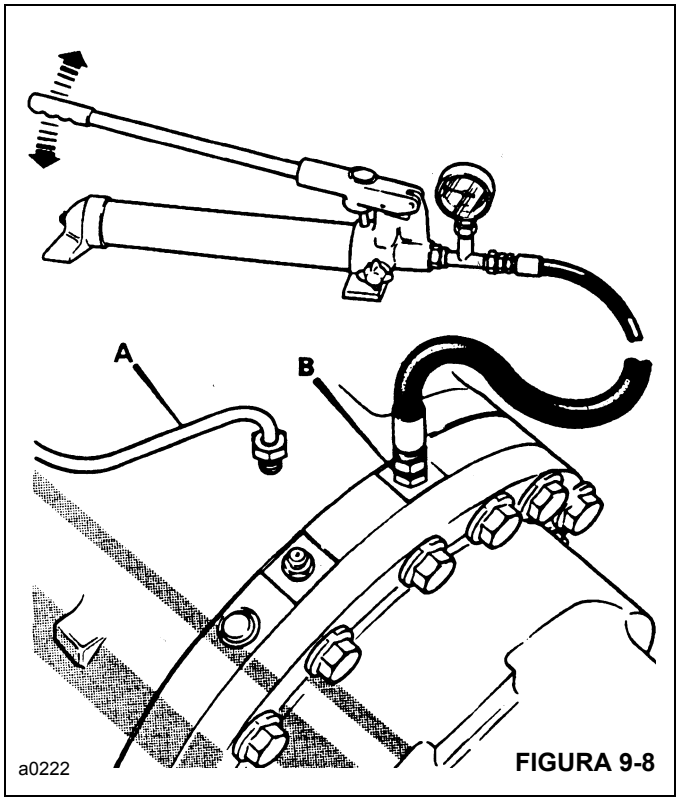

FIGURA 9-8
2. Retire y tape la línea de alimentación del émbolo de freno **A** (Figura 9-8).
- **b.** Instale la bomba de mano con un manómetro de 0 a 68.90 bar (0 a 1000 psi) en la lumbrera **B** (Figura 9-8).